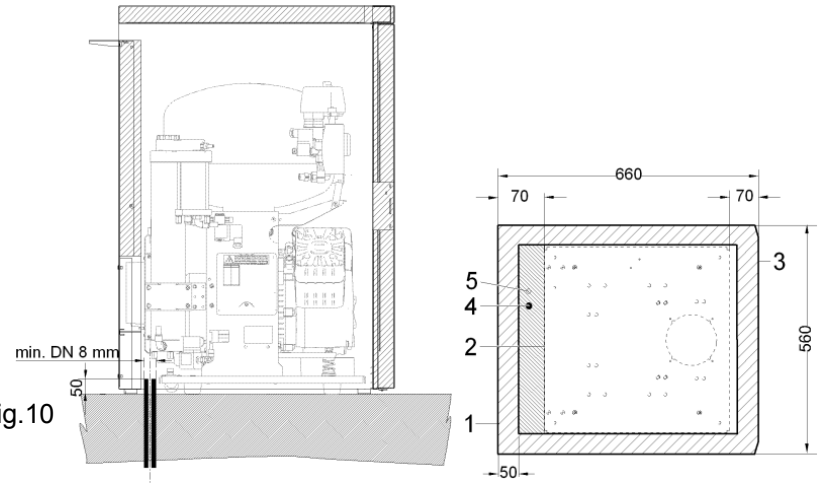

Fig.10
After removing all packaging material, place the product on the floor and remove stabilization parts X and Y (Detail A). Place the wall-mounted stopper (28) - 2 pcs onto the compressor housing in the rear top part of the housing and put the housing onto a required place. The stoppers provide a sufficient distance of the housing from a wall for thorough ventilation. For setting up the compressor in housing you must open the door on the housing using the attached key and remove connecting reinforcement (27) in the front bottom part of housing. If necessary, the door may be disassembled using door hinge (32). Connect the compressor via distributions prepared in advance in a floor according to the installation plan or via holes in the rear part of the housing (Fig.10). Protrude pressure hose via a hole in housing and connect it to the appliance in a suitable way. Grasp the compressor at its handle and put it into the casing using built-in wheels (33). Fix the hose (40) of a manometer (30) in a hose into the fast-on coupling on a compressor, put the connecting reinforcement (27) back and connect the pressure hose to a compressor. Insert the electric power cord of a compressor into a socket (34) on a housing. By slight rotation of rectification screws (44) set the correct position of door against the casing frame. When closing the door the pin (45) on the door must easily snap in the opening in the casing frame. Close the housing doors and duly lock the lock (26). Connect the mains plug into the mains socket.